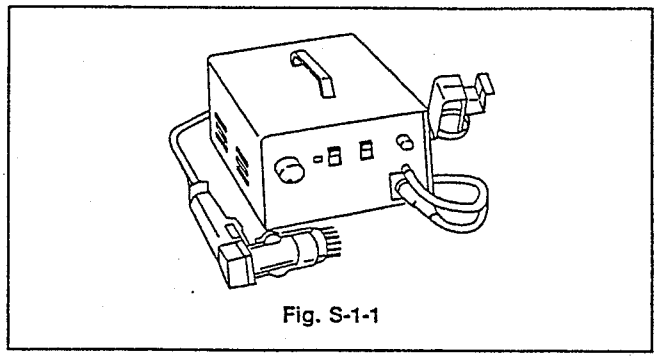

Fig. S-1-1
(1)Prepare the hot-air flat pack-IC desoldering machine, then apply hot air to the flat pack-IC (about 5 to 6 seconds). (Fig. S-1-1)